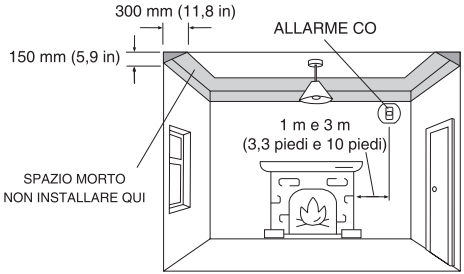
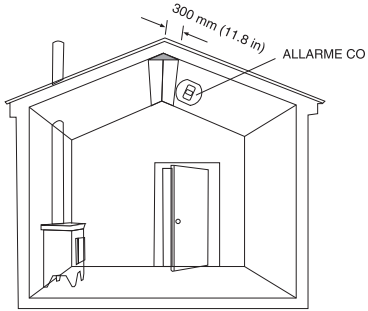

Figura 1: Installazione in una stanza con un apparecchio a combustione
Figura 2: In stanze con soffitti inclinati, il rilevatore di CO dovrebbe essere posizionato sul lato alto della stanza
1. Installare un rilevatore di CO in una stanza con un apparecchio a combustione (vedere Figura 1 e Figura 2):
- In stanze con soffitti inclinati, il rilevatore di CO dovrebbe essere posizionato sul lato alto della stanza (vedere Figura 2).